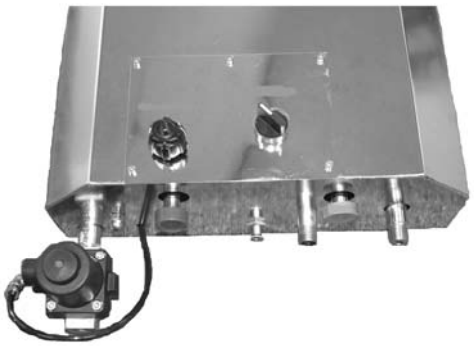

Figure 6. Instrument air connection
- Pharma-X Module, connect the pitot tube to the main loop, service medium and instrument air to the module, Fig.6. Recommended pressure for the instrument air is 5 bar.